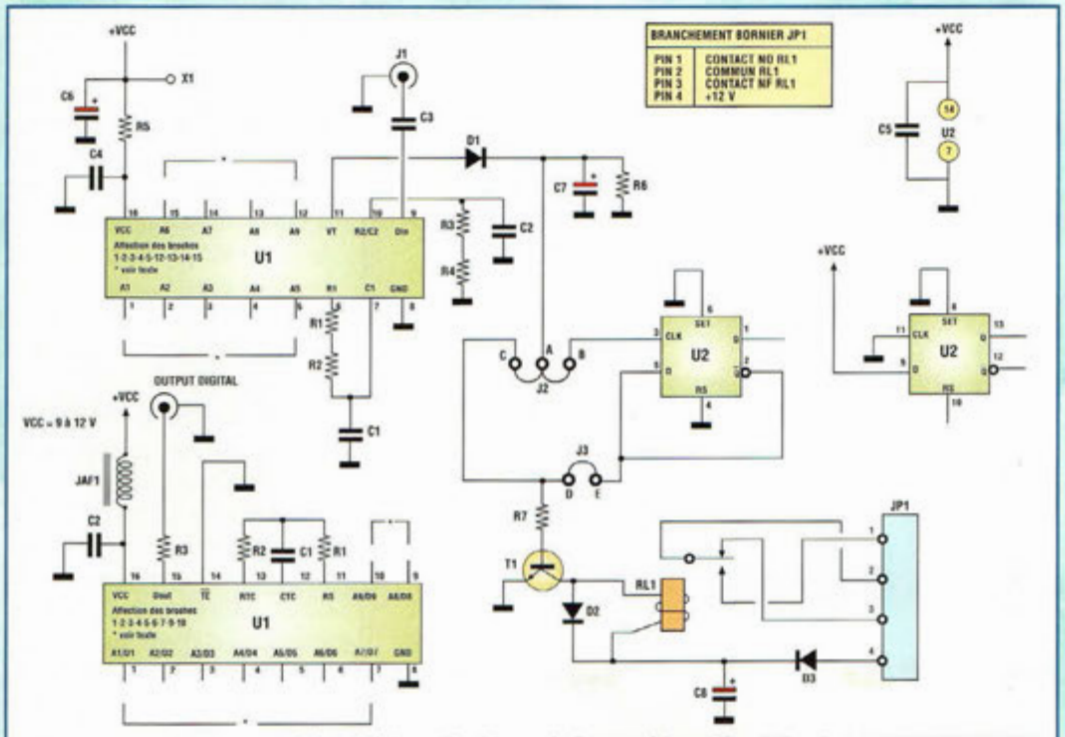
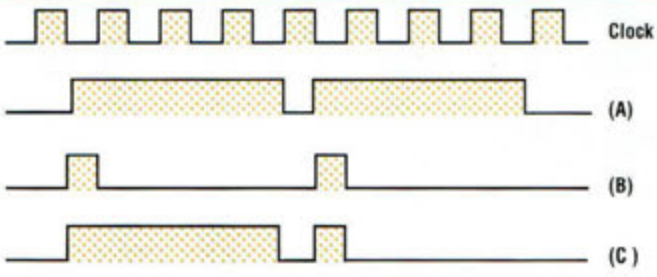

Fig.1 Schéma électrique de l'ensemble codeur Décodeur MK1955/MK1960.
Fig.2 Diagramme des signaux présents en fonction de l'affectation des broches paramétrables.
Les deux schémas électriques du codeur MK1955 (émission) et du décodeur MK1960 (réception) sont reproduits en figure 1. Le signal issu du codeur en broche 15 de U1 (M145026) est de type MANCHESTER à trois niveaux à 9+2 mots de synchronisation. En fonction du paramétrage imposé par les broches (1, 2 3, 4, 5, 6, 7, 9, 10) qui peuvent être connectées au positif (A) au négatif (B) ou laissé en l'air (C) l'information envoyée est différente. La fig.2 montre les différents signaux d'horloge interne de U1 générés par le réseau R1/R2/C1. Le nombre de combinaison est donc de 3exposant9 soit 19683 combinaisons possibles. Le décodeur U1 du MK1960 (M145028) voit sa sortie broche 11 changer d'état lorsque le code admis en entrée broche 9, information provenant du module codeur MK 1955, est compatible avec le paramétrage sélectionné sur les broches (1, 2, 3, 4, 5, 12, 13, 14, 15). L'horloge interne du décodeur est rythmée par l'ensemble R1/R2/C1/R3/R4/C2.